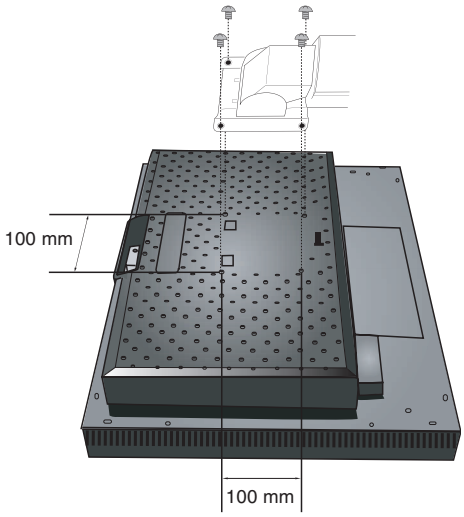

**Abbildung F.1**
2. Verwenden Sie die beim Entfernen des Fußes gelösten Schrauben, um den Tragarm am Monitor zu befestigen (**Abbildung F.1**).